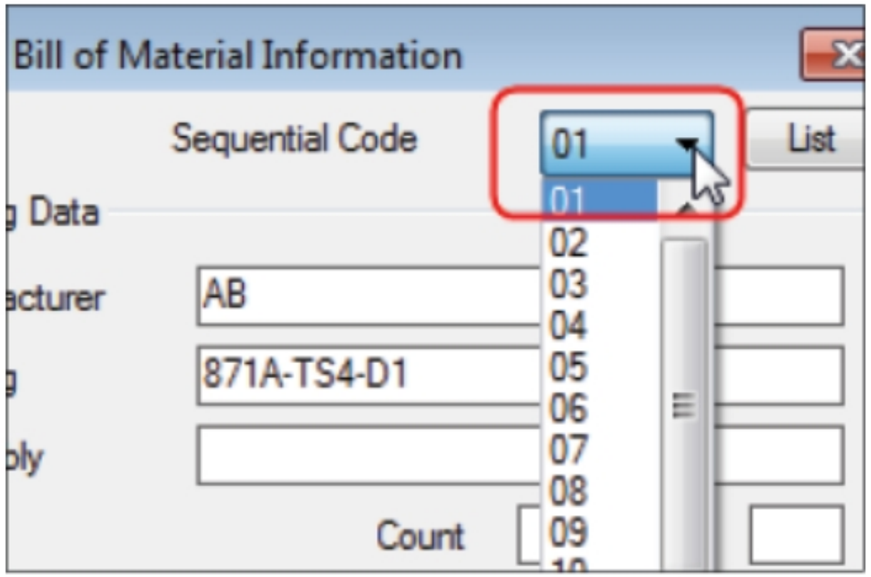

Figure-18. Sequential Code drop down
- Click on the **Sequential Code** drop-down and select **02** from the list displayed; refer to Figure-18.